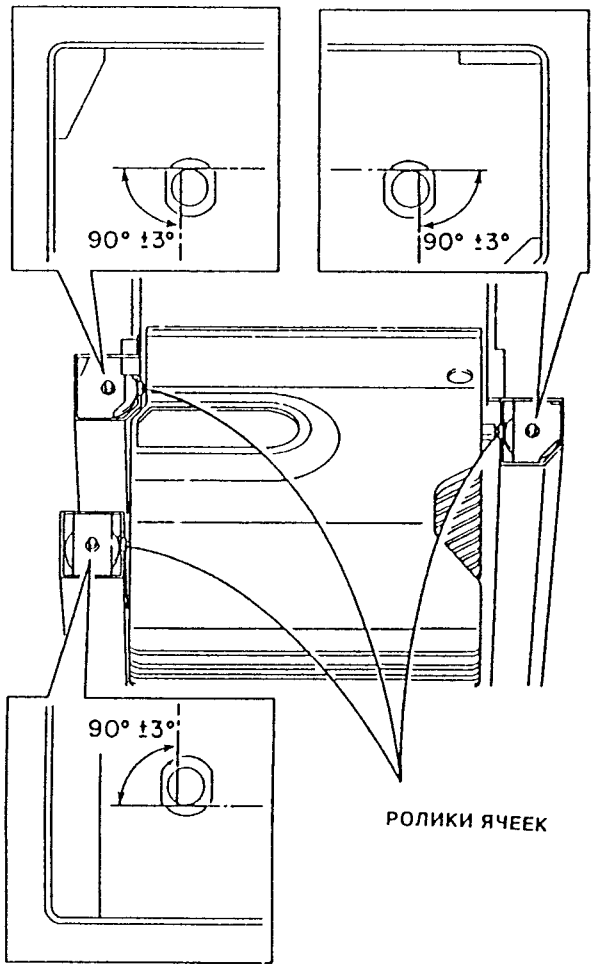

Рис. 2. Проверка положения кулачков
4. Проверьте, что плоские участки (лыски) на D-образных головках всех трех валов кулачков находятся под углом, как показано на Рис. 2. Проверьте, что ролики ячеек находятся на том же самом уровне на всех трех валах кулачков.